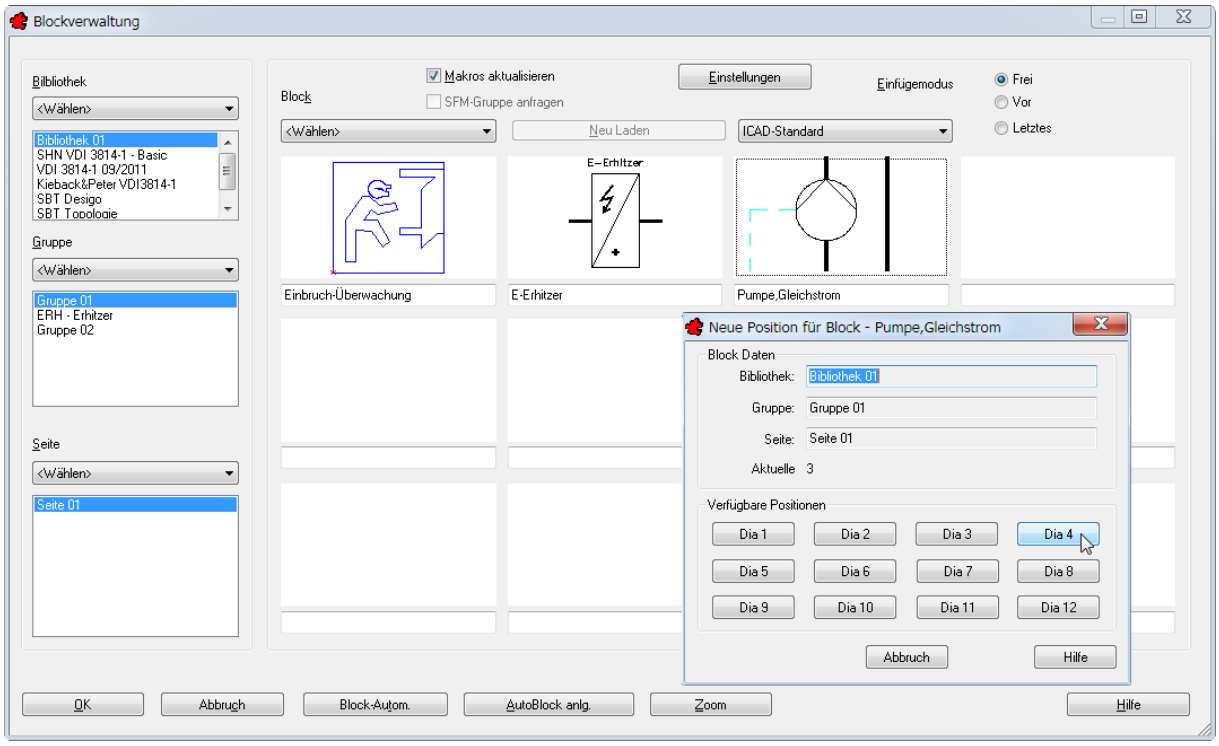

Bild 27.87 – Positionieren eines Blocks auf der Seite
- Klicken Sie mit Hilfe der Schaltflächen *Dia <n>* auf die gewünschte Position. Belegte Plätze können hierbei nicht überschrieben werden (Abb. 27.87).